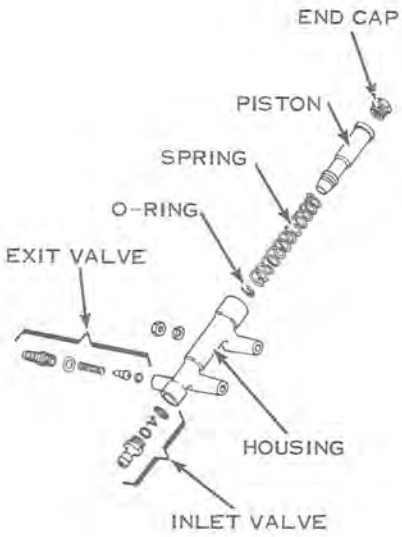

Figure 5-11
a. The primer is a simple piston pump which pumps raw fuel from the fuel tank, thru the check valve, directly into the intake manifold above the reed valves. The essential parts of the primer include the housing, the piston and "O" ring, the inlet valve, and the exit valve (see Figure 5-11).